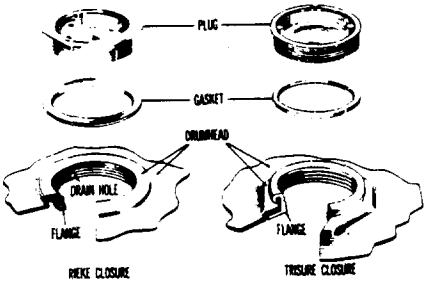

Figure 4-3. Closures of 55-Gallon Drum
b. Each closure assembly consists of a threaded flange pressed into the head of the drum, a male threaded plug, and a gasket. Both closures on any one drum will be of the same type, either Rieke or Trisure (figure 4-3). Although it is possible to screw a Rieke plug into a Trisure flange, or vice versa, it always results in leakage. The two types of closure are different in design, and the parts are not interchangeable. The proper plug and gasket must be used with the matching flange.
(1) Excessive rust, inside or outside.
(2) Extensive damage to shape.
(3) Damage to either flange.
(4) Holes.
(5) Residue of asphalt, tar, or similar substance that cannot be removed.